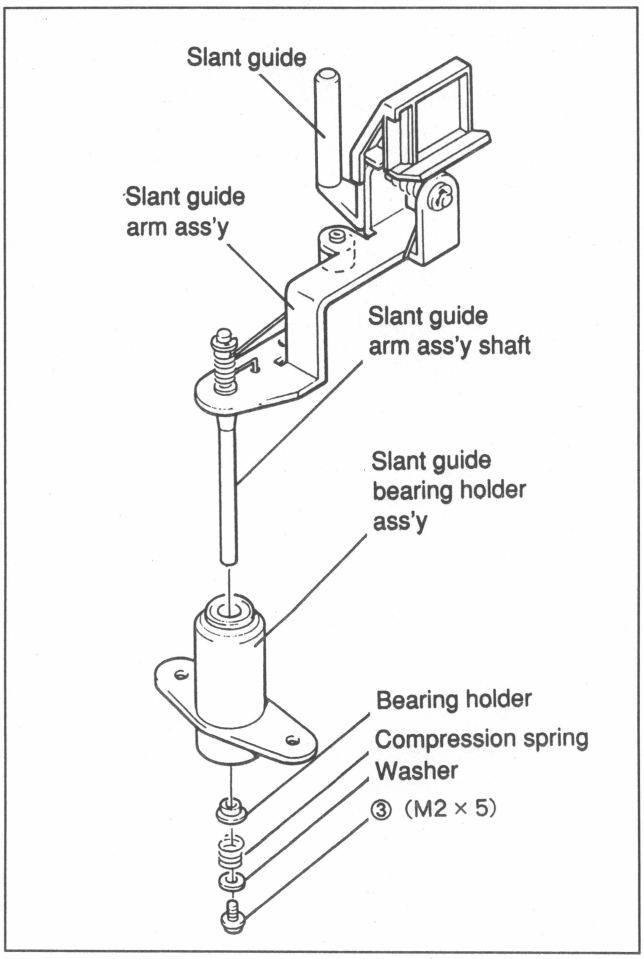

Fig.7-16-6 Slant Guide Bearing Ass'y Replacement
4. Slant Guide Bearing Ass'y Replacement and Installation (Fig. 7-16-6)